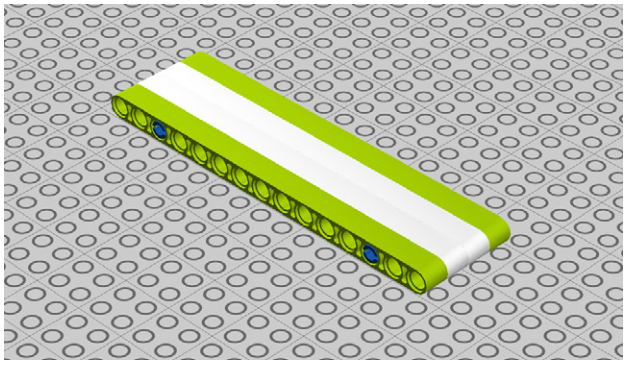

Figure 8-55. *Step 50: Adding two more 15M beams*
50. Add two more 15M beams (Figure 8-55).